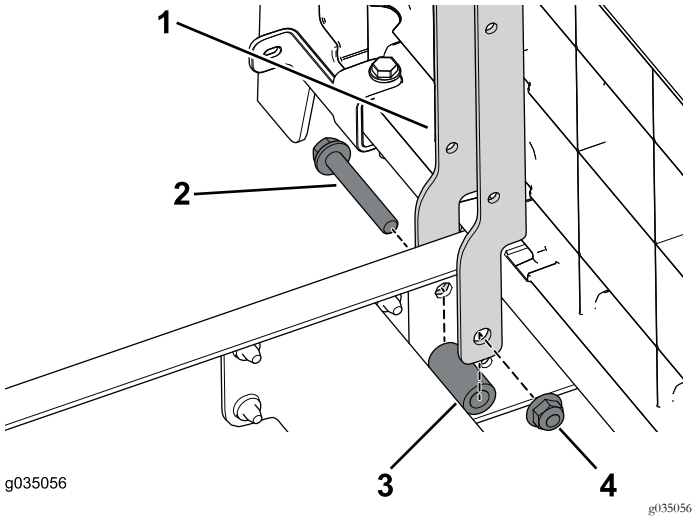

Figur 37
1. Bruk de to boltene (3/8 x 2-1/2 tomme), avstandsstykkene og flensmutrene til å feste setestøttene på den fremre delen av maskinen (Figur 37).